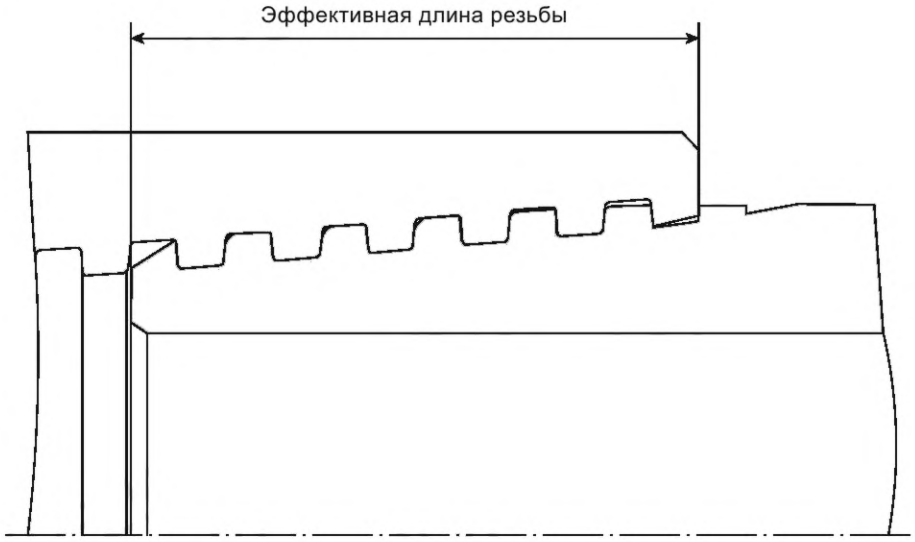

Рисунок 25
30.3 **эффективная длина резьбы:** Длина возможного сопряжения (взаимного перекрытия) наружной и внутренней резьбы при механическом свинчивании в осевом направлении (см. рисунок 25).